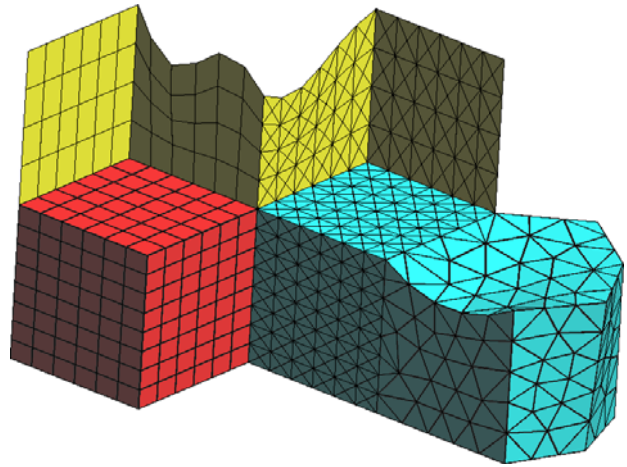
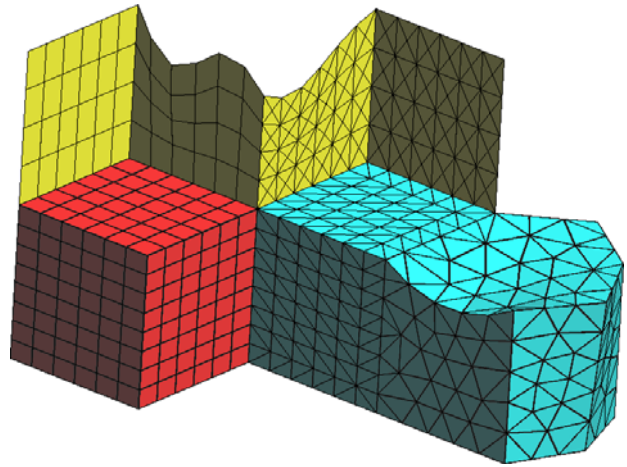

Figure 9. Structured volume mesh of hexahedra and tetrahedra.
Figure 10. Structured volume mesh of tetrahedra with the option Symmetrical structured tetrahedra not set.
10. Another window comes up in which to enter the maximum element size. Leave the default value unaltered and click **OK**. The result is the mesh shown in Figure 10.
11. GiD can obtain volume structured meshes made of hexahedra, tetrahedra or prisms. As can be seen in Figures 9 and 10, there are two kinds of tetrahedron structured mesh: the one shown in Figure 9 is obtained when the option **Utilities→Preferences→Meshing→Symmetrical structured tetrahedra** is set. If this option is not set, the mesh presented in Figure 10 is produced (with fewer nodes than if using the previous option; also, it is not topologically symmetrical).